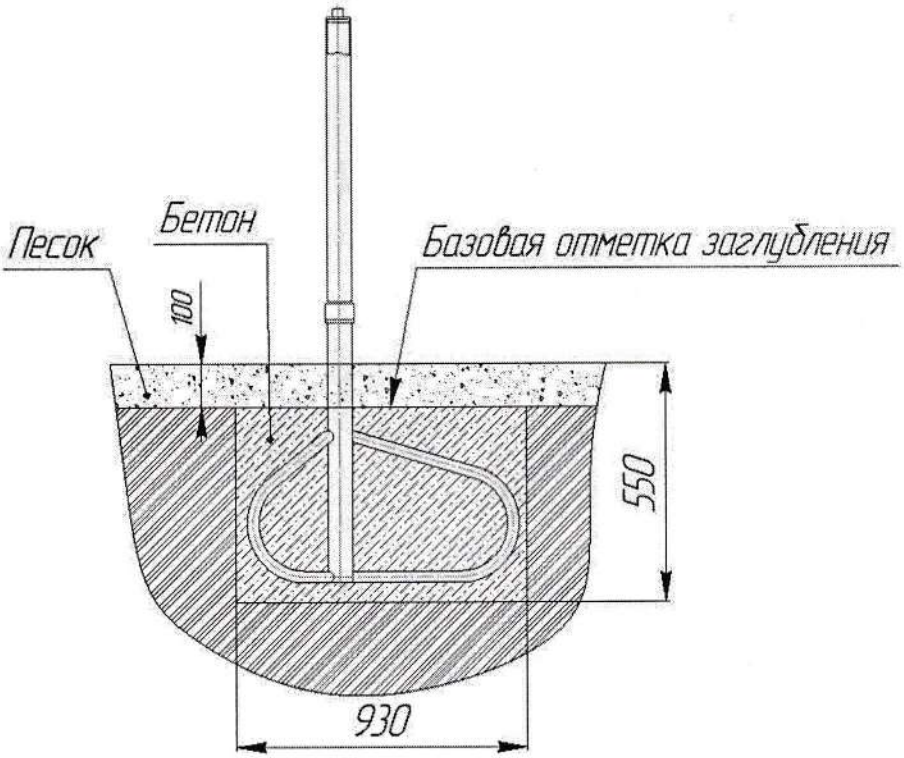

Рис.6 Схема бетонирования
- бетонирование производить согласно схеме бетонирования (рис.6)